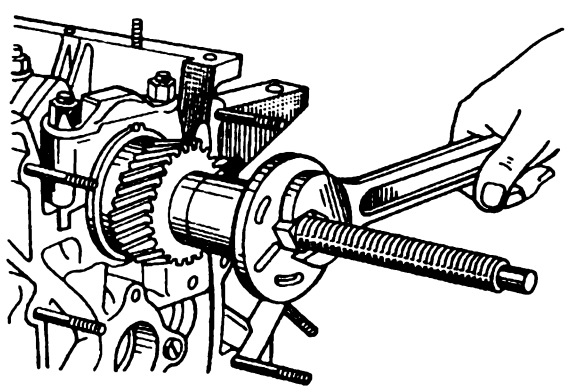

Рис. 68. Напрессовка шестерни на коленчатый вал
12. Установите в паз сегментную шпонку шестерни коленчатого вала и напрессуйте шестерню до упора при помощи съемника 16-У-236817 (рис. 68).